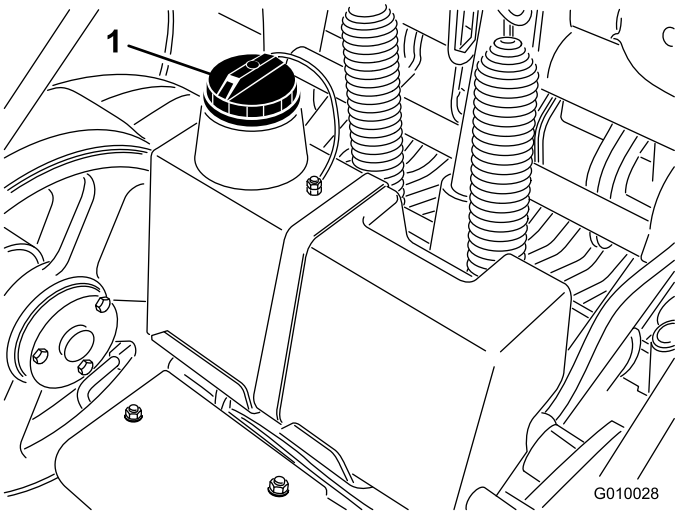

Figur 18
3. Rengør området omkring påfyldningsstudsen og hydrauliktankens dækksel (Figur 18). Fjern dækslet fra påfyldningsstudsen.